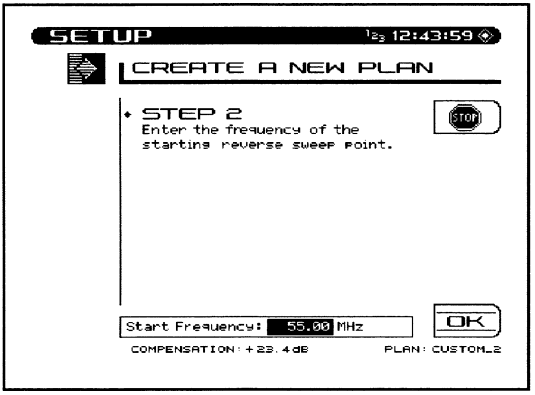

Fig. 14-15 Creating a New Reverse Sweep Plan, Step 2
2. Enter the start frequency (see Figure 14-15). This will be the frequency of the first sweep point in the plan. Use the numeric keys followed by the **ENTER** key. Then press the ***OK*** soft key to continue.